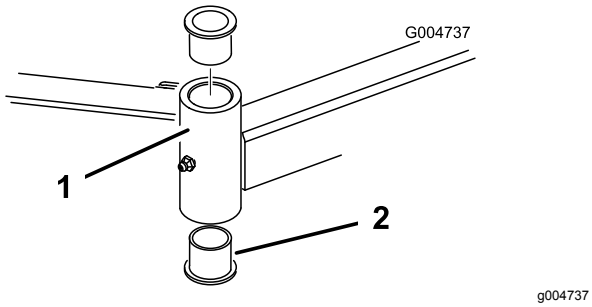

Figur 84
4. Skjut in ett pinndorn upptill eller nedtill i monteringsröret och skjut ut bussningen ur röret (Figur 84).